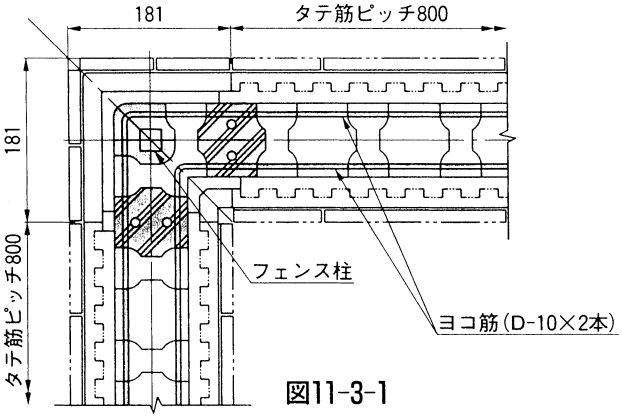

図11-3-1
❶ フェンス柱のあたる部分の発泡芯材をカッター等でカットしてください。
❷ フェンス柱を入れた穴にモルタルを充てんしてください。(モルタルは柱の取付くブロックのみです。)
❸ ヨコ筋はD-10を2本としてください。(図11-3-1参照)